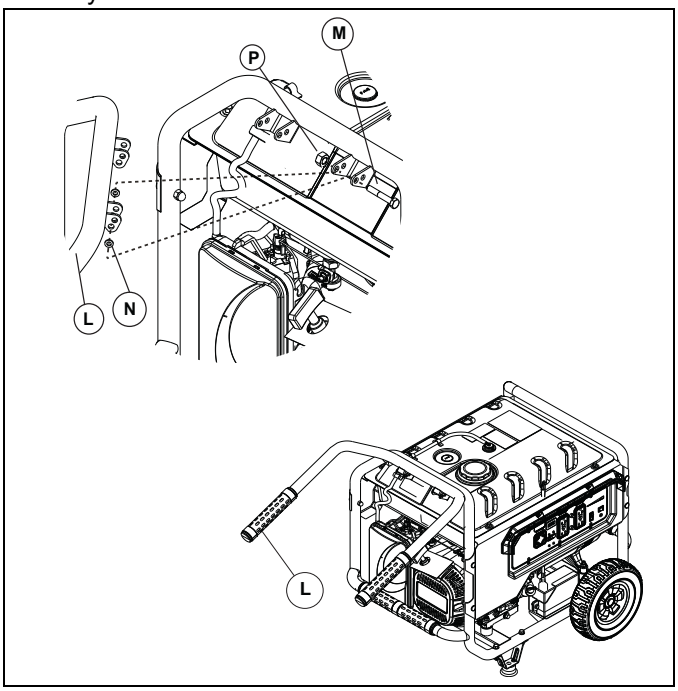

Figura 2-3. Manija
1. Coloque los soportes de la manija entre las lengüetas del bastidor como se muestra. Coloque una arandela plana en la parte interior de cada lengüeta del bastidor (Figura 2-3).